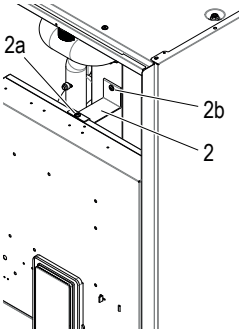

fig. 17 - vista sem painel frontal
- solte o parafuso superior (det. 2a - fig. 17)
Atenção: É possível remover a braçadeira de bloqueio posterior (det. 2 - fig. 17) soltando o parafuso (det. 2b - fig. 17).